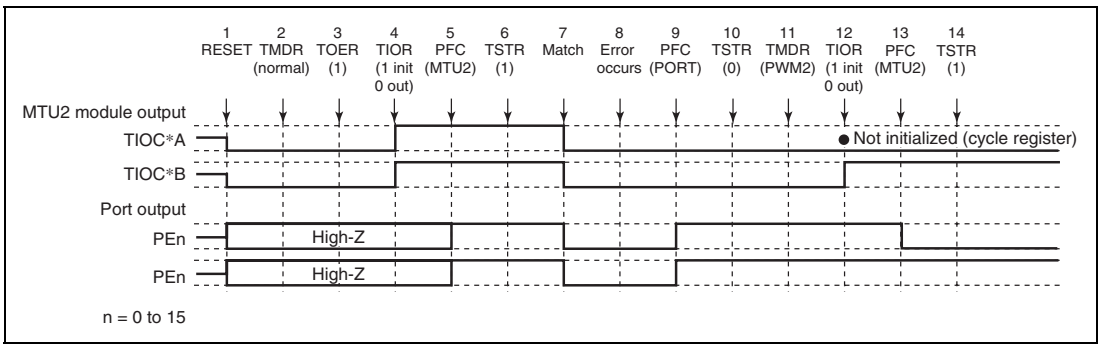

**Figure 10.140 Error Occurrence in Normal Mode, Recovery in PWM Mode 2**
**Operation when Error Occurs during Normal Mode Operation, and Operation is Restarted in PWM Mode 2:** Figure 10.140 shows an explanatory diagram of the case where an error occurs in normal mode and operation is restarted in PWM mode 2 after re-setting.